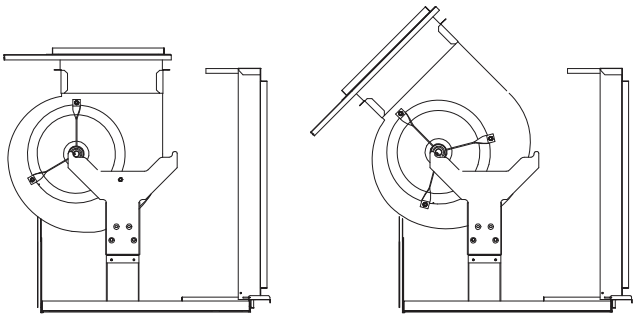

Fig. 10 — Rotate Blower Assembly
7. Rotate blower assembly using the blower glides as a guiding track. See Fig. 10.